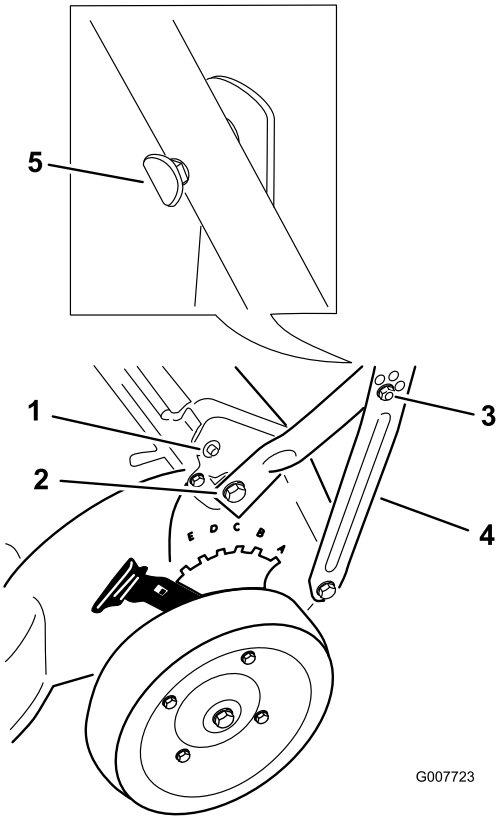

Bild 3
2. Befestigen Sie den Griff mit zwei Sechskant-Blechschrauben, zwei Scheiben und zwei Distanzstücken am Mähergehäuse (Bild 3), **ziehen Sie die Sechskant-Blechschrauben jedoch nicht fest.**
4. Befestigen Sie die Griffbügel mit zwei Senkschrauben und zwei Sicherungsmuttern handfest an den unteren Griffseiten (Bild 3).
- Wenn die Löcher am Griff rechteckig sind, fluchten Sie die Senkschraubenköpfe mit dem Griff aus, siehe Bild Bild 3, setzen Sie den rechteckigen Schaft so in den Griff ein, dass die Schraubenköpfe eng am Griff anliegen; ziehen Sie dann die Sicherungsmuttern fest (Bild 3).
Hinweis: Bringen Sie die Kabelbinden so niedrig wie möglich am Griff an, damit sich die Bowdenzüge nicht an der Endkappe an der hinteren Klappenstange verhaken und den Selbstantrieb behindern (Bild 3).